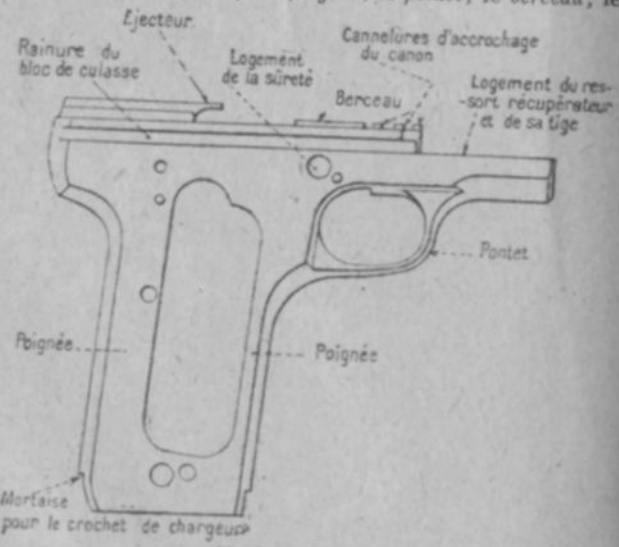

Fig. 3. — Carcasse.
2. Carcasse (fig. 3) : la *poignée;* le *pontet;* le *berceau;* les